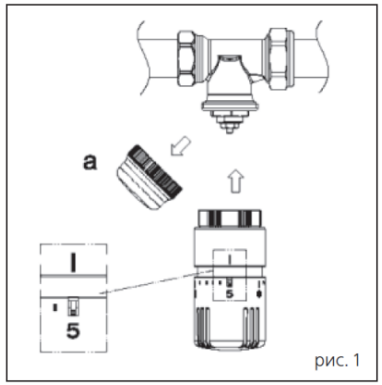

рис. 1
5.2. Установка термостатической головки на клапан выполняется в следующем порядке (рис. 1):